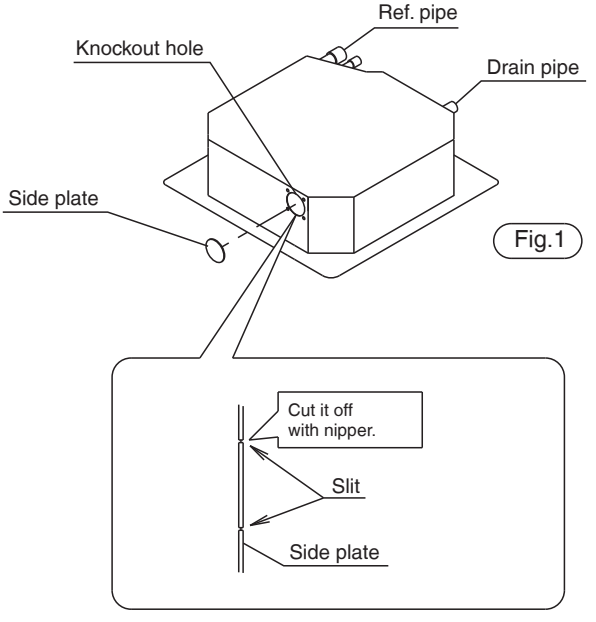

Fig.1
1. Cut off the knockout hole on the side plate. (Fig.1)